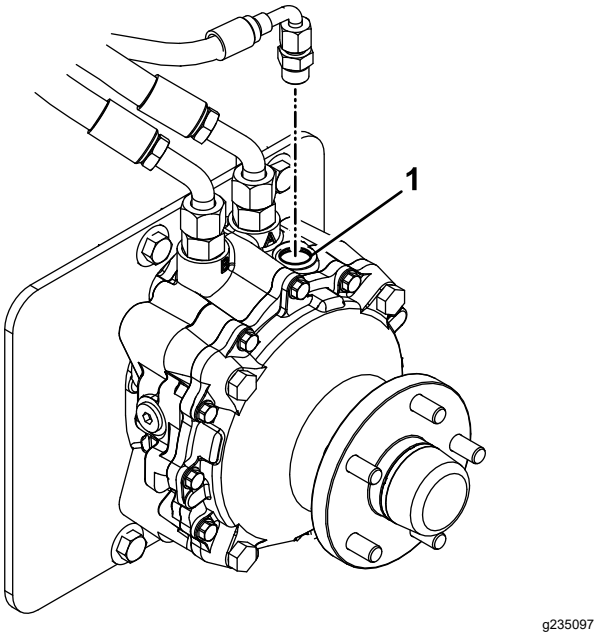

Figura 64
9. Remova o tampão de enchimento no topo de cada motor da roda (Figura 64).